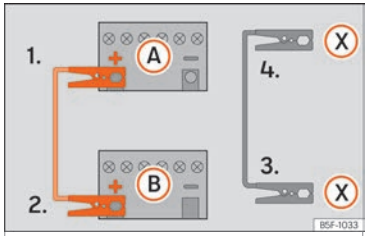

Fig. 82 Schema elettrico per i veicoli dotati di sistema Start&Stop.
4b. *Nei veicoli con sistema Start/Stop:* collegare un'estremità del cavo *nero* di emergenza (X) a un terminale di massa idoneo, a un elemento metallico massiccio avvitato al monoblocco del motore o al monoblocco stesso ››› fig. 82.
5. Collegare l'altra estremità del cavo *nero* (X), al monoblocco del motore del veicolo con la batteria scarica oppure ad un elemento metallico massiccio annesso al monoblocco e comunque non nelle immediate vicinanze della batteria (A).